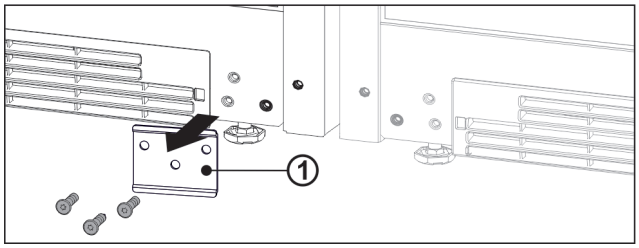

Fig. 14
- ▶ Wenn das Blech *Fig. 14 (1)* verbaut ist, Blech abschrauben.